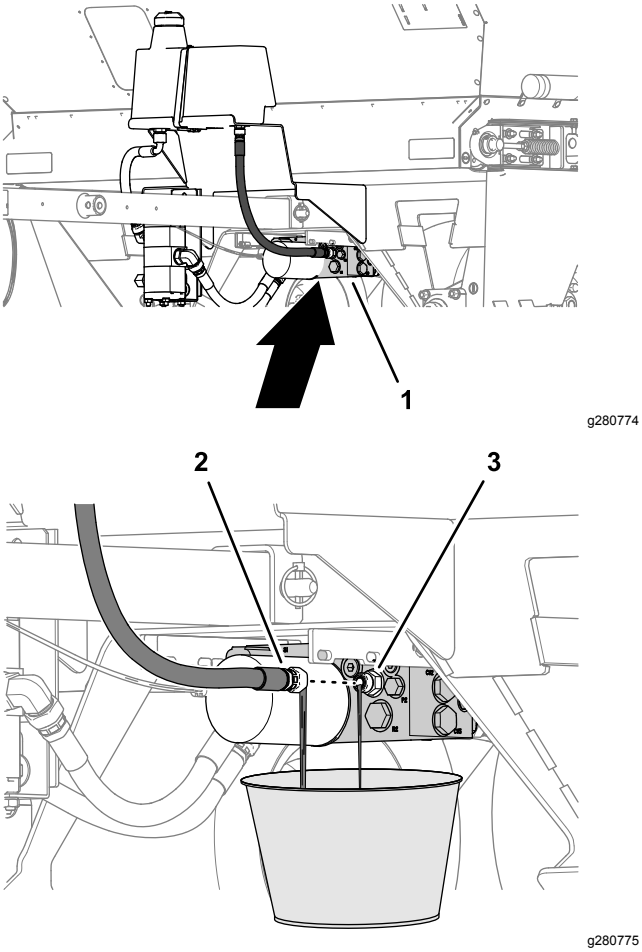

Figur 37
2. Rikta in ett avtappningskärl som rymmer 9,5 liter under hydraulgrenröret (Figur 37).
3. Ta bort returslangen från kopplingen i hydraulgrenröret och låt hydraulvätskan rinna ut helt och hållet (Figur 37).
4. Montera och dra åt returslangen (Figur 37).